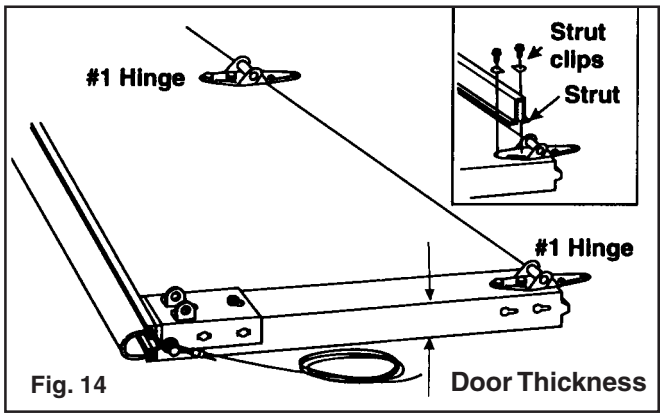

Fig. 14
**Step 4:** Hinges are identified by number 1, 2, 3 (and sometimes 4, on 5 section doors only). This number is stamped on the hinge. Attach a number 1 hinge to each pair of pre-punched holes along the top edge of the section. The number is stamped on the side of the hinge that is to be attached to the section. (FIG. 14)
**Note:** Determine if your door thickness is 1 3/8" or 2". Refer to Figure 14 (on previous page) for an illustration depicting how to measure door thickness. If the following chart shows a need for a reinforcing strut that is NOT on the top section, it should be attached overlapping the hinge. If the reinforcing strut is on the top section, it should be attached just above the top roller brackets. (FIG. 27, page 20) Use #14 x 5/8" sheet metal screws and the strut clips provided to attach the strut as shown in the illustration. DO NOT use the pre-drilled holes in the strut. (FIG. 14)